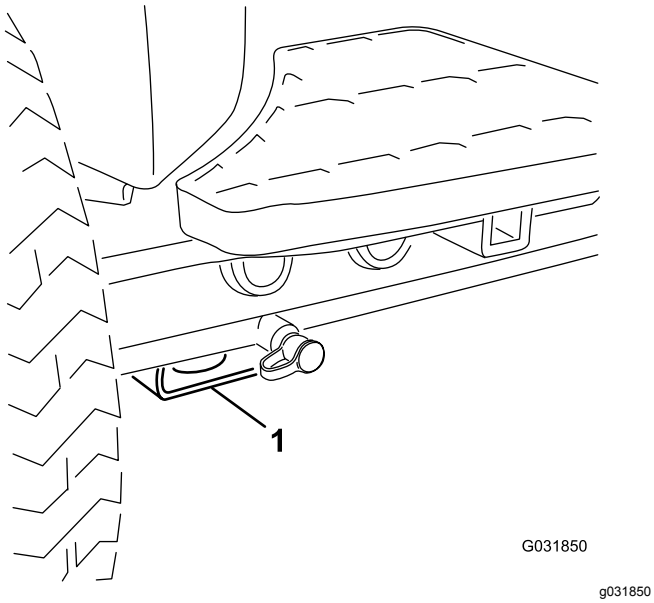

Figur 58
- Fram – fyrkantigt belägg under axelröret inuti båda framdäcken (Figur 58).